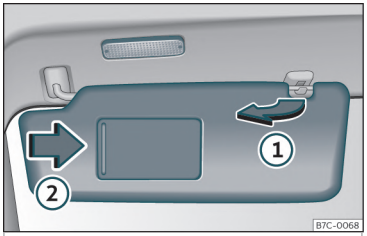

Fig. 100 Parasolarul
- Parasolarul poate fi scos din cadru și rotit spre ușă››› **fig. 100** ①.